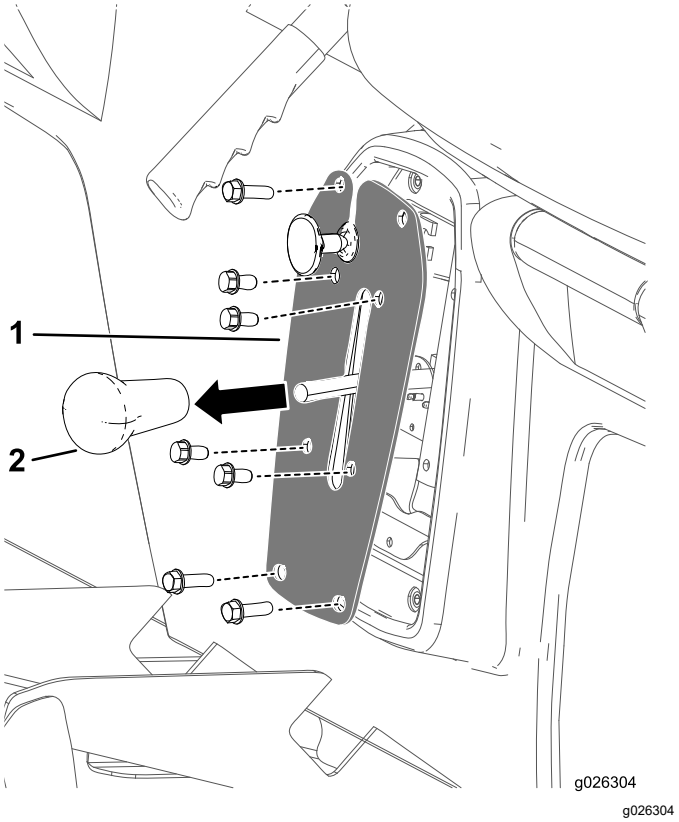

**Figur 39**
1. Fjern grebet fra gearstangen (Figur 39).
2. Afmonter de fire bolte, der fastgør skiftepladen til skiftebeslaget (Figur 39).
3. Afmonter de fire bolte, der fastgør skiftepladen til sædesoklen, og afmonter skiftepladen (Figur 39).
4. Skru grebet fra gearstangen, og stram grebet med hånden (Figur 39).